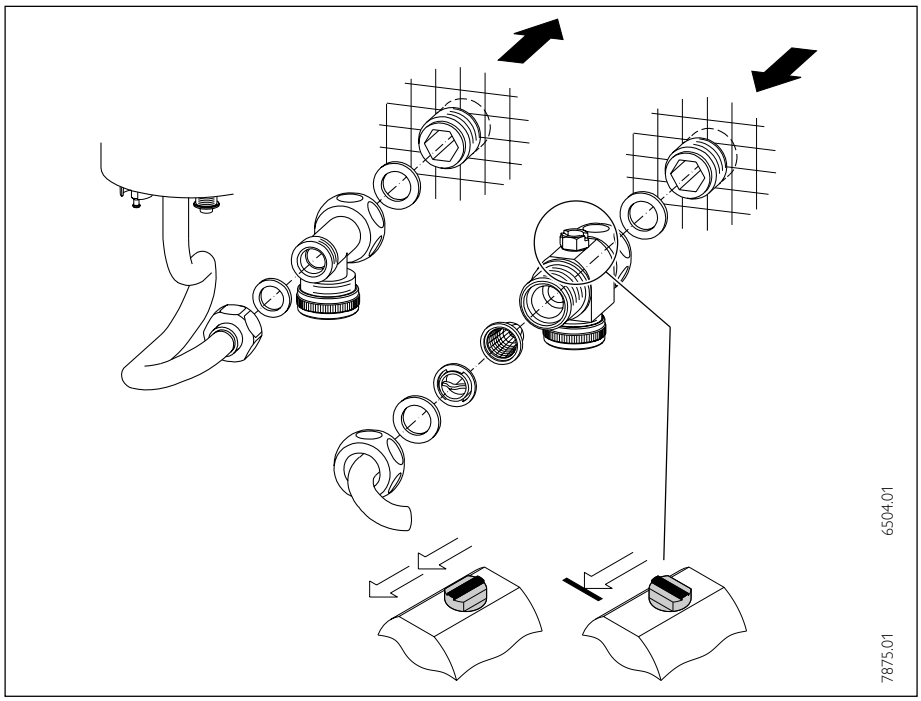

Abb. 10
– Wasseranschlußteile gemäß Abb. 10, 11, 12 installieren. Dabei Richtungspfeile beachten.
⚠ Das im Kaltwasser-Schraubanschluss eingebaute Sieb (Abb. 10 und 12) muss bei jeder Installationsvariante eingebaut werden.
**Unterputz-Schraubanschluß** (Abb. 10)
– Beiliegende Teile wie in Abb. 10 montieren.